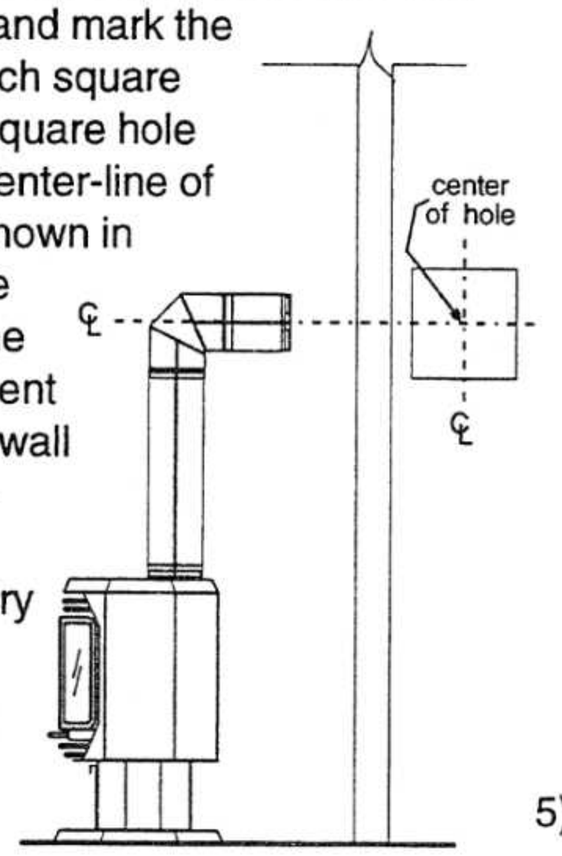

Fig. 2
3) With the pipe attached to the stove, slide the stove into its correct location, and mark the wall for a 10 inch x 10 inch square hole. The center of the square hole should line up with the center-line of the horizontal pipe, as shown in Fig. 2. Cut and frame the 10 inch square hole in the exterior wall where the vent will be terminated. If the wall being penetrated is constructed of noncombustible material, i.e. masonry block or concrete, a 7" diameter hole is acceptable.